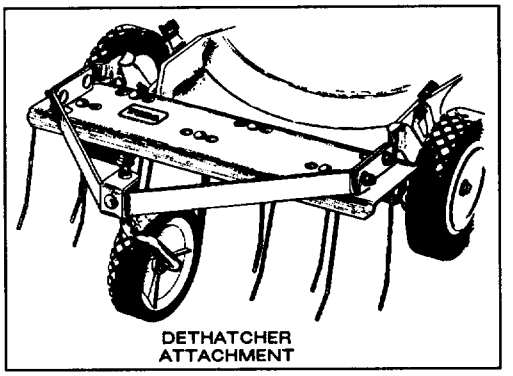

Figure 33
2. Dethatcher Kit, Model No. 59131—Installs in minutes. Front mounted for easy maneuverability. Spring tines loosen thatch for easy cutting (Fig. 33).